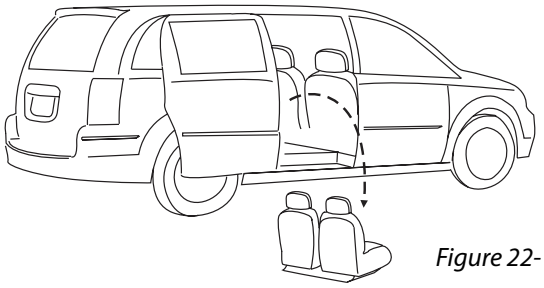

Figure 22-1
1. Remove 2nd Row Seating. *[Figure 22-1]*